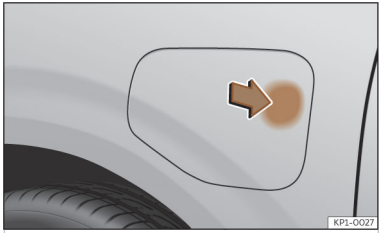

Abb. 59 Öffnung der Batterieladeklappe.
- Drücken Sie auf den Pfeilbereich der Batterieladeklappe, um sie zu öffnen ››› **(Abb. 59)**.